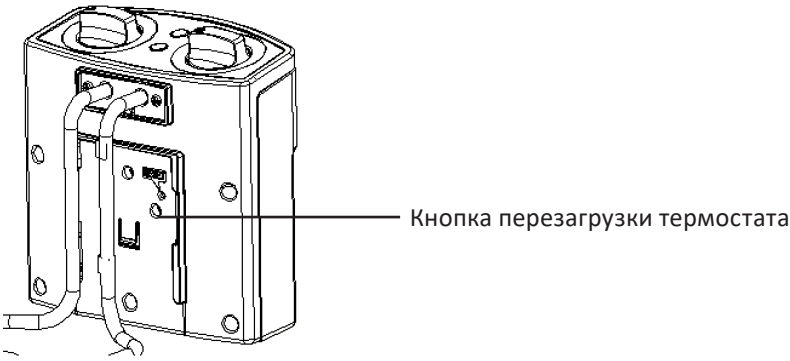

Рис. 7
3. Вытащите контрольный модуль и кончиком карандаша или шариковой ручки нажмите на кнопку перезагрузки термостата (рис. 7).